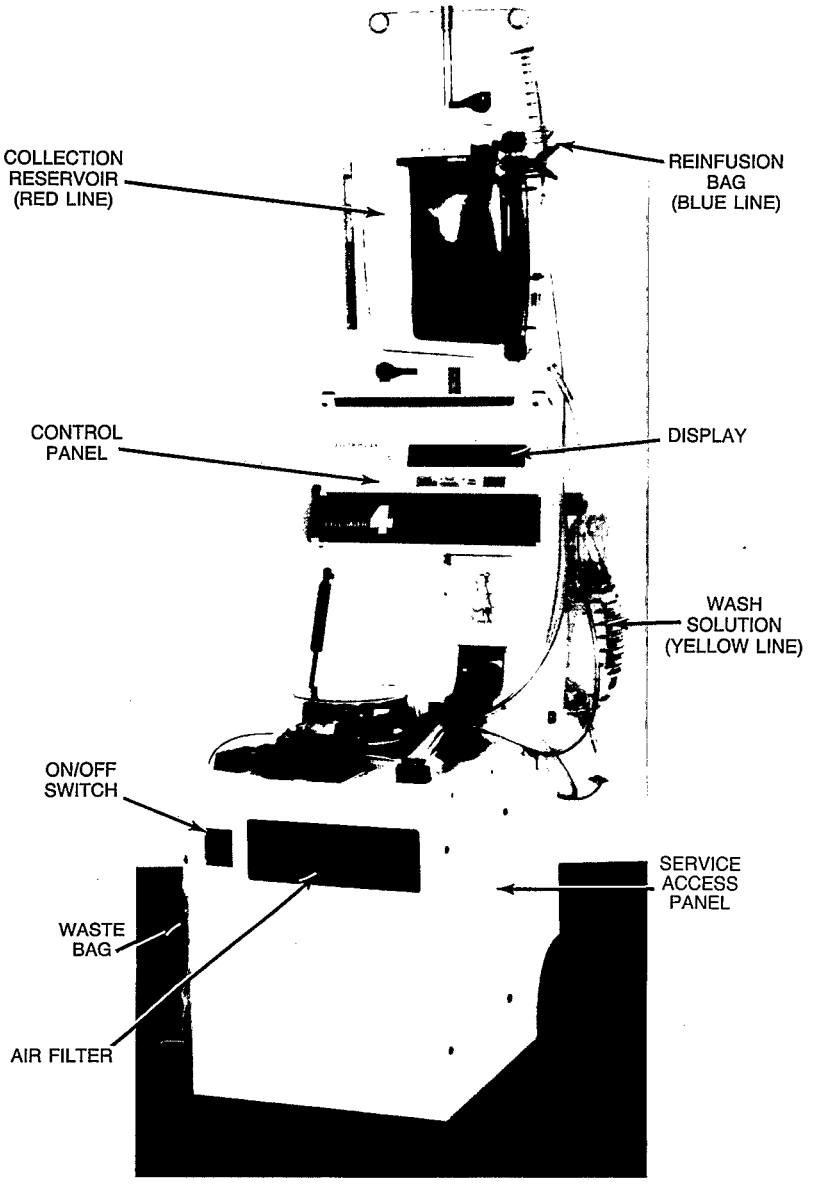

Figure 1-2, Cell Saver 4, front view
1.2.1 Hardware (See Figures 1-2, 1-3, 1-4, 1-5.)